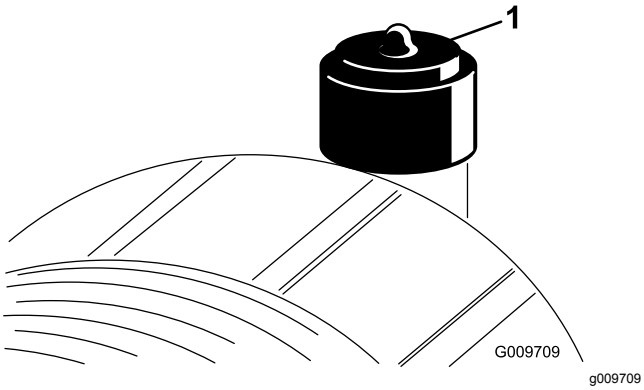

**Figur 49**
Utför service på luftrenarfiltret bara när serviceindikatorn (Figur 49) anger att det krävs. Om du byter luftfiltret tidigare ökar det risken för att smuts kommer in i motorn när du har avlägsnat filtret.
10. Nollställ indikatorn (Figur 49) om den är röd.